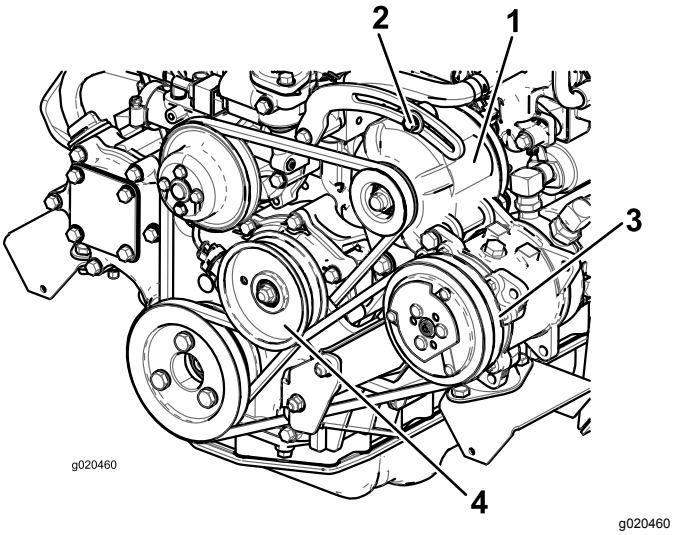

Figuur 74
Als de speling geen 10 mm bedraagt, moet u de montagebouten van de wisselstroomdynamo losdraaien (Figuur 74).
2. Als de speling niet correct is (10 mm), moet u de montagebout van de spanpoelie losdraaien (Figuur 74).